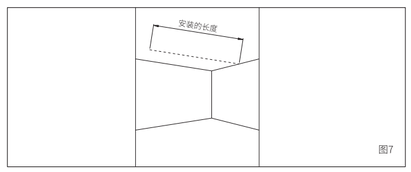

图7
1、按《嵌装导轨型号选型表》，确定导轨需要安装的长度，再确定是否需要拼接安装。如图7;